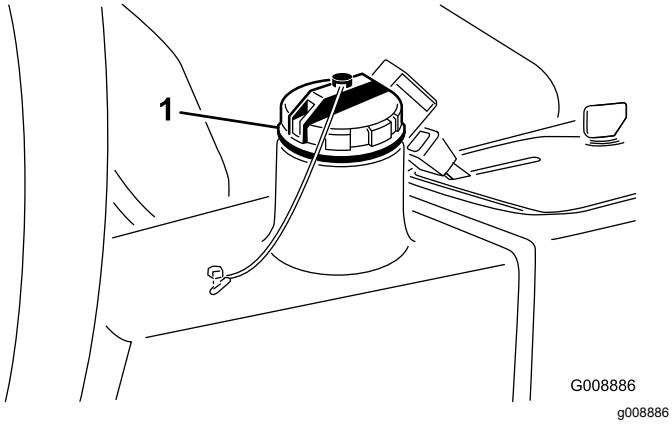

Figuur 77
5. Vul het reservoir (Figuur 77) met hydraulische vloeistof; zie Controleer het peil van de hydraulische vloeistof (bladz. 52).